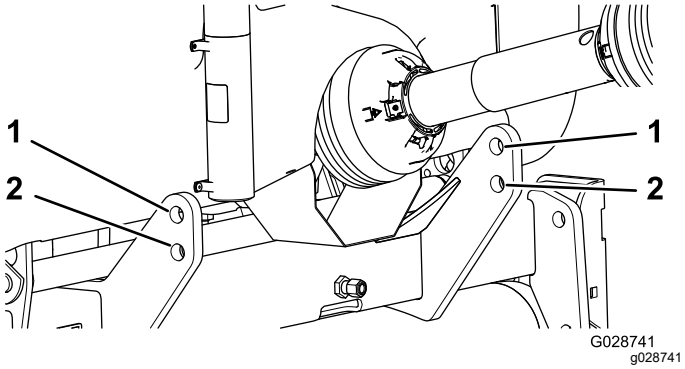

**Figuur 5**
**Opmerking:** Voor een maximale afstand tot de grond plaatst u de koppelpennen in de onderste montageopeningen van de koppelplaat van de machine (Figuur 5). Raadpleeg instellingsprocedure 4 De aandrijfas van de aftakas aansluiten (bladz. 11) om te bepalen wanneer u de bovenste montageopeningen moet gebruiken.